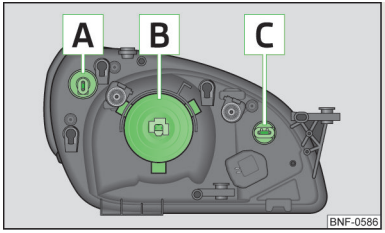
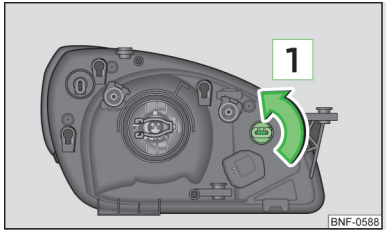
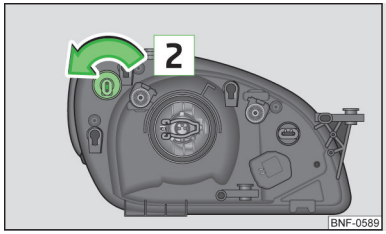

Fig. 124
Fig. 126
Fig. 127
Bulb arrangement » Fig. 124
- Remove the connector on the bulb B » Fig. 124 *on page 133* .
- Turn the plug with bulb C » Fig. 124 *on page 133* anti-clockwise to the stop and in the direction of arrow 1 » Fig. 126 remove it.
- Turn the plug with bulb A » Fig. 124 *on page 133* anti-clockwise to the stop in the direction of arrow 2 » Fig. 127 and remove it.